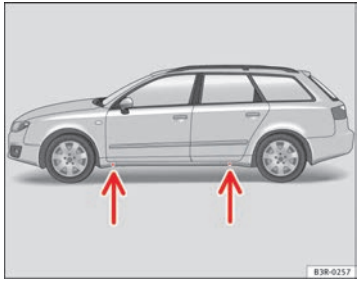

Fig. 196 Changing the wheel: The jacking points
– Position the vehicle jack under the door sill at the **jacking point** closest to the wheel being changed ⇒ fig. 196 -arrows-.
Recesses at the front and rear of the door sills mark the jacking points ⇒ fig. 196 -arrows-. There is only *one* jacking point for each wheel. Do not fit the jack anywhere else.